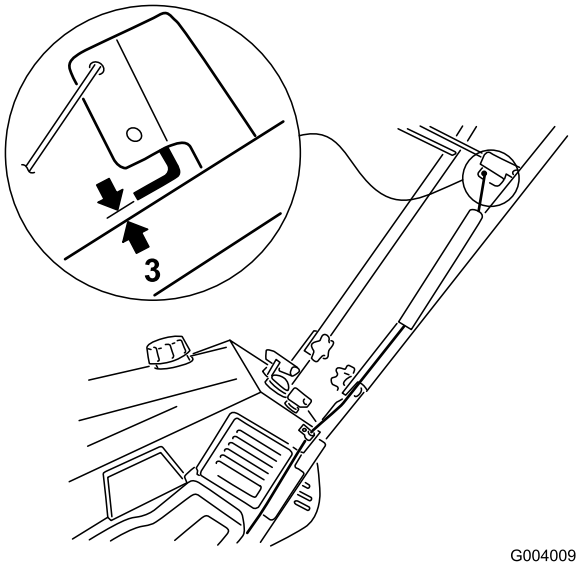

Figur 7
4. Skjut på fjäderkåpan över fjädern och kabeljusteraren och tryck fjäderänden genom hålet i fjäderkåpans ände (Figur 7).
5. Kroka fast fjädern i styrstångsfästets översta hål (Figur 7).
6. Flytta styrstången tillbaka mot handtaget för att få bort slacket i kabeln och säkerställ att mellanrummet mellan styrstången och handtaget är 2 till 3 mm, så som det visas i Figur 7.